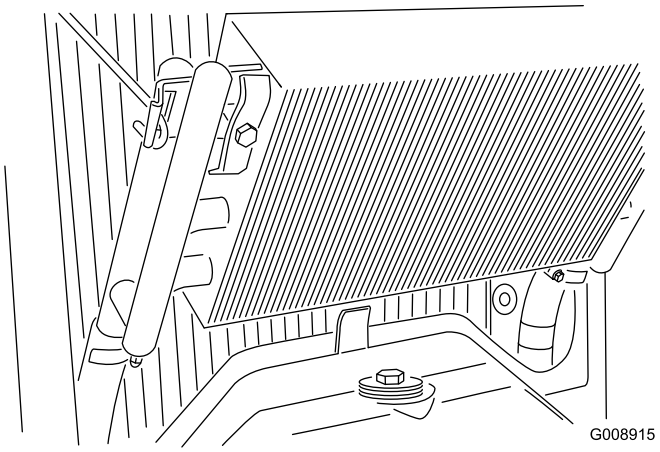

**Figur 70**
4. Løsn oliekøleren, og drej den bagud (Figur 70).